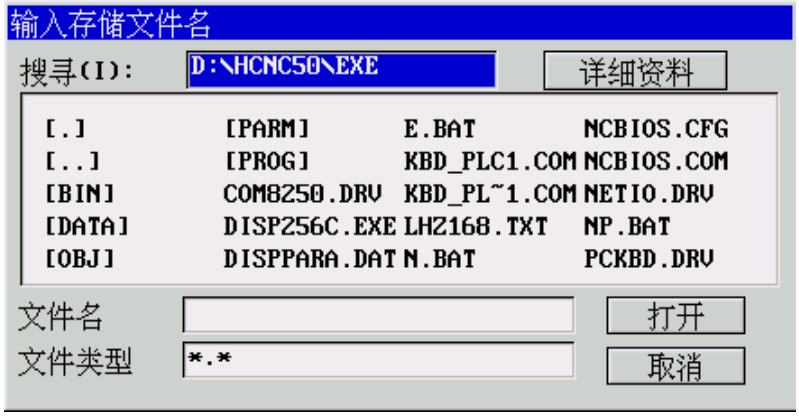

图 9.7.1 输入存储文件名
(1) 在参数功能子菜单下（图 9.0.1）按 **F7** 键，弹出如图 9.7.1 所示对话框；